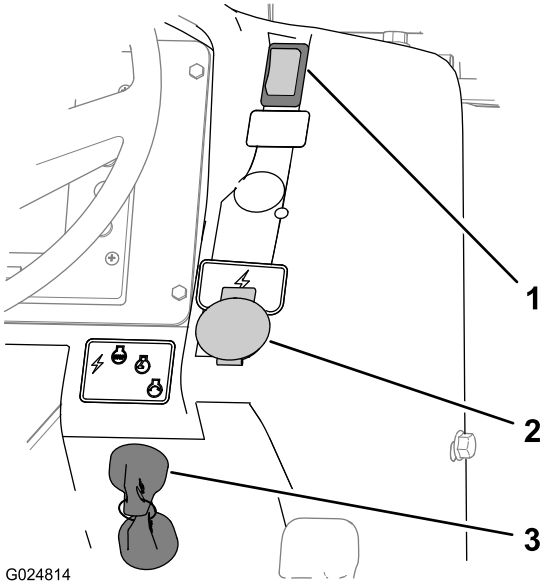

Figura 11
- Ponga el freno de estacionamiento presionando hacia abajo sobre el interruptor del freno de estacionamiento (Figura 11).
El interruptor de encendido se utiliza para alimentar los accesorios eléctricos, arrancar el motor y parar la máquina (Figura 11). Las 4 posiciones del interruptor de encendido son las siguientes: